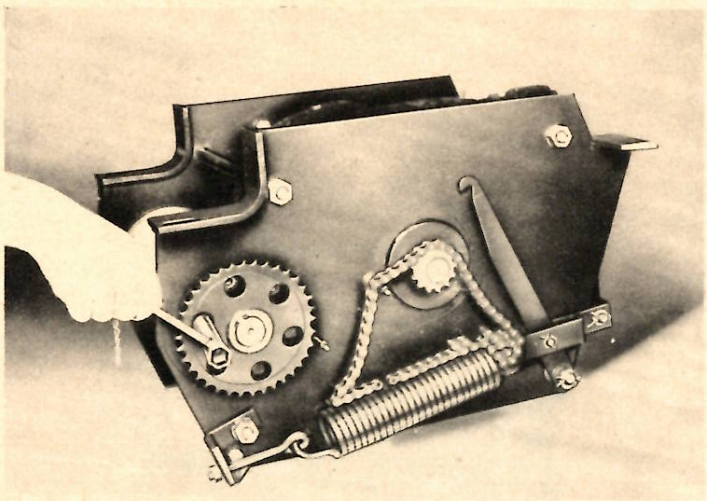

Bild 12
a) Kettenschutz (112) abschrauben, Kette (32) abnehmen, Sechskantschrauben (31) unter dem Kettenrad herausschrauben (vergl. Bild 12).
e) Der Zusammenbau erfolgt in umgekehrter Reihenfolge (vergl. Bild 12 und 13).
a) Kegelrad (58) abbauen – 5 hochf. Schrauben M 12 (59) lösen
b) Kettenschutz (112) abschrauben; Kette (32) abnehmen
c) Sechskantschrauben M 8 x 16 (31) am Kettenrad lösen (vergl. Bild 12)